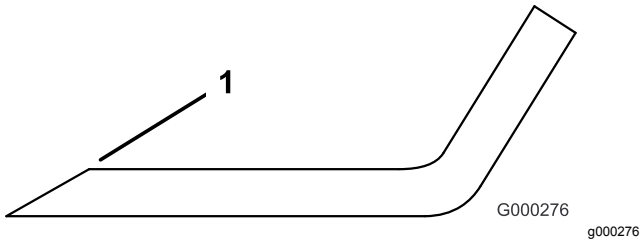

Figuur 90
3. Inspecteer de snijranden van alle messen en slijp de snijranden als deze bot zijn bramen vertonen (Figuur 90).
Opmerking: Slijp alleen de bovenkant van de snijrand en behoud de oorspronkelijke snijhoek om te zorgen dat het mes scherp blijft (Figuur 90). Het mes blijft in balans als u van beide snijranden dezelfde hoeveelheid metaal verwijdert.